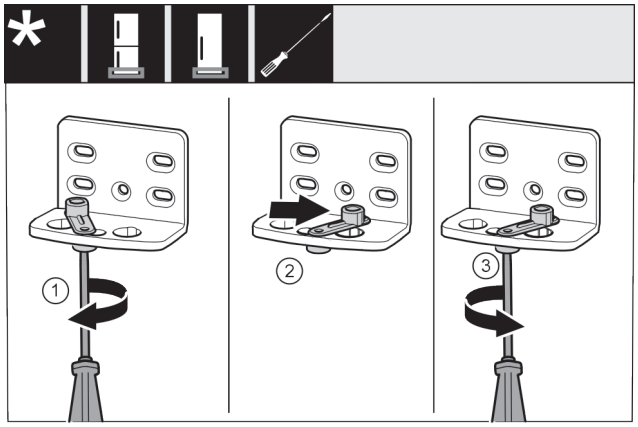

Fig. 14
- ▶ Schraube *Fig. 14 (1)* mit Schraubendreher lose schrauben.
- ▶ Türschließhilfe *Fig. 14 (2)* anheben und um 90° nach rechts in Bohrung drehen.
- ▶ Schraube *Fig. 14 (3)* mit Schraubendreher festschrauben.